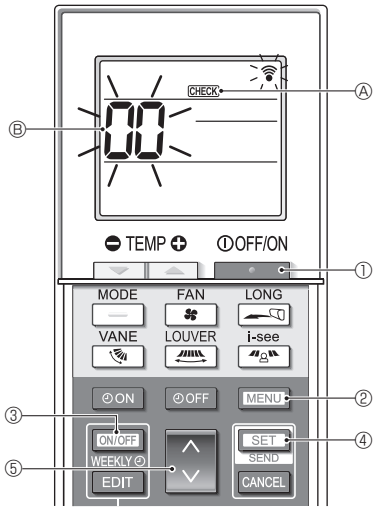

Fig. 7-6
■ **Auto-vérification (Fig. 7-6)**
1. Appuyez sur le bouton [ ] ① pour arrêter le climatiseur.
- Si la minuterie hebdomadaire est activée (WEEKLY est affiché), appuyez sur le bouton [ON/OFF WEEKLY] ③ pour la désactiver (WEEKLY disparaît).
2. Appuyez sur le bouton [MENU] ② pendant 5 secondes.
3. Appuyez sur le bouton [ ] ⑤ pour sélectionner l'adresse de réfrigérant (adresse M-NET) Ⓑ de l'appareil intérieur pour lequel vous voulez effectuer l'auto-vérification.
4. Appuyez sur le bouton [SET] ④.
5. Appuyez sur le bouton [ ] ①.